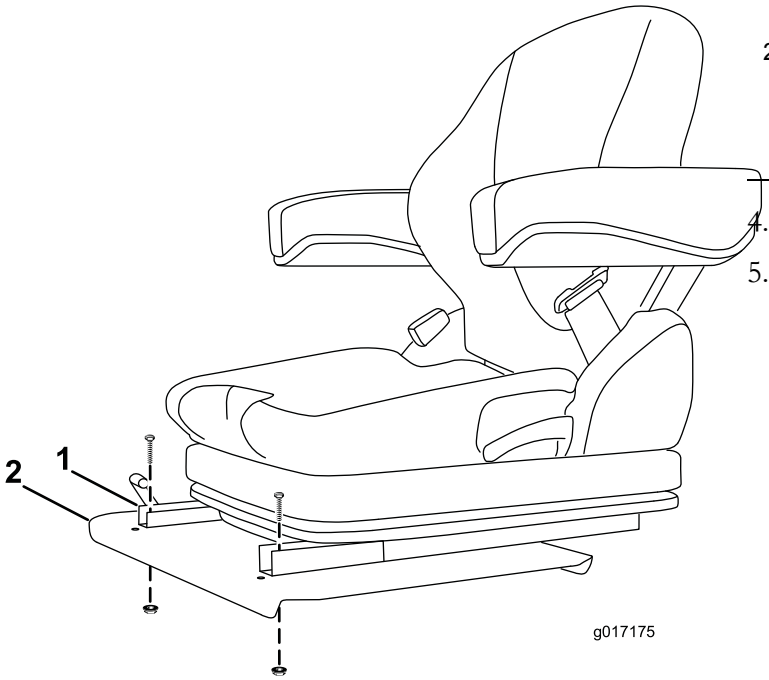

Figura 9
2. Montate la parte anteriore di ogni guida di scorrimento del sedile sulla piastra del sedile con un bullone e un dado flangiato (Figura 9).